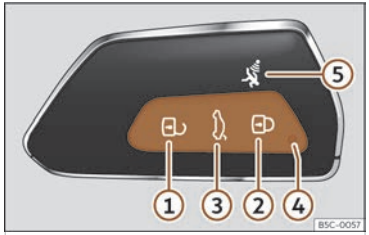

Fig. 70 Vehicle key
When a button is pressed briefly on the vehicle key, the control lamp ④ ››› **Fig. 70** flashes once briefly, but if pressed for a long period of time, it will flash several times, for example, when using the comfort opening.